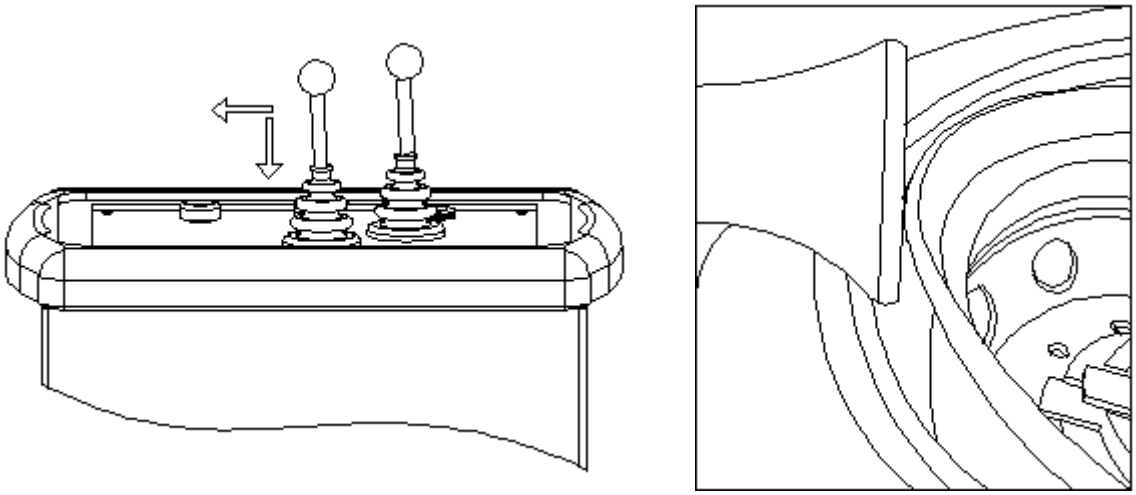

Рис. 7
3. Поставте шину на сталеве кільце та перемістіть ручку керування 2 (22) вниз, щоб опустити шків. Використовуйте верхній компресійний ролик 9, щоб повільно натиснути на шину, і одночасно перемістіть ручку керування 2 (22) вліво, щоб поворотний патрон приводив шину в обертання проти годинникової стрілки; натисніть на шину, коли вона обертається, щоб завершити встановлення шини (див. рис. 7).